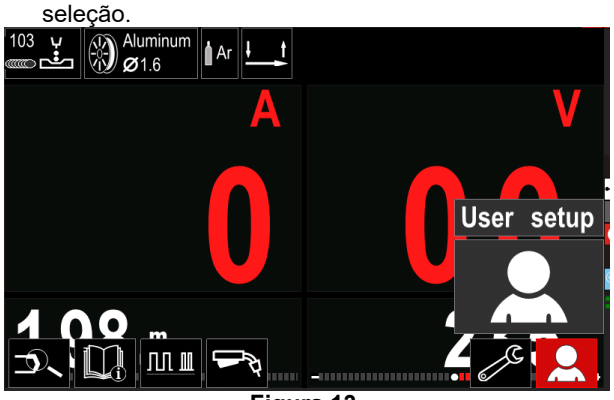

Figura 13.
- Aceda à Configuração do utilizador (ver Figura 13).